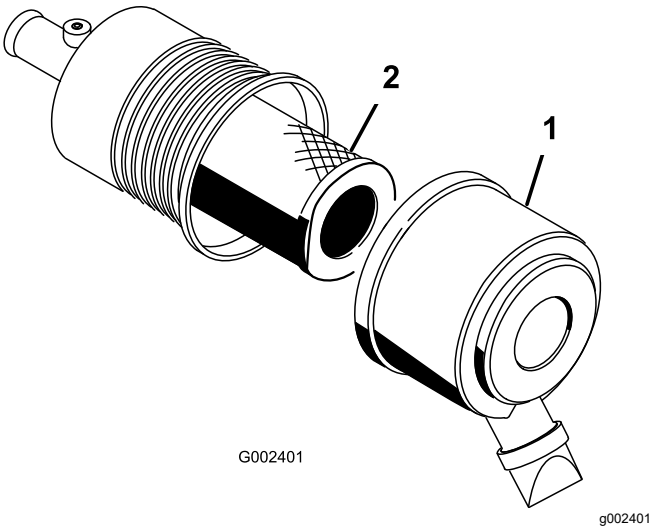

Figur 54
2. Utløs låsene som fester luftrenserdekslet til luftrenserhuset (Figur 54).
3. Fjern dekslet fra luftrenserens kropp (Figur 54).
5. Ta ut og skift ut filteret (Figur 54).